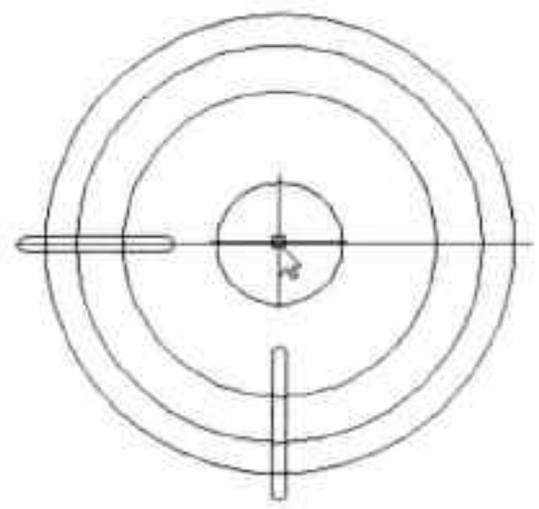

图6-83 完成旋转复制操作
Step10 将旋转角度设为 90°，按回车键，即可将该圆角矩形进行旋转复制操作，结果如图 6-83 所示。